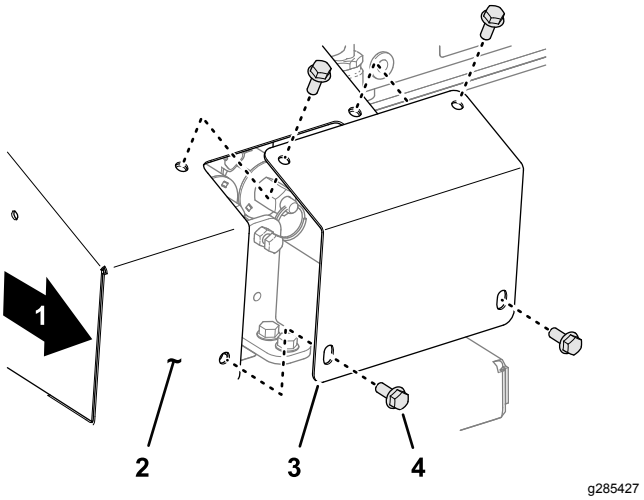

Rysunek 28
1. Z prawej strony maszyny odkręć 4 śruby kołnierzowe mocujące pokrywę do osłony sterowania ręcznego (Rysunek 28).